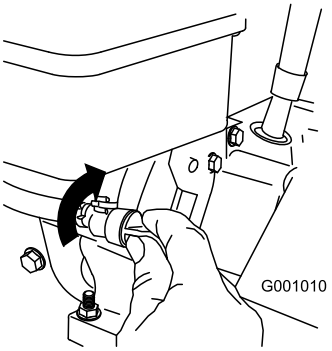

Figura 30
3. Girate la valvola d'intercettazione del carburante per chiuderla (Figura 30).